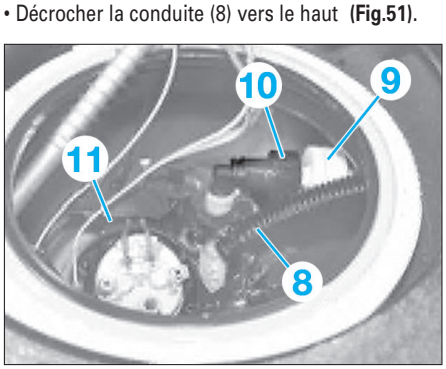

Fig. 51
• Déverrouiller le coupleur rapide (4) de la conduite d'alimentation en carburant et la débrancher.
• Décrocher la conduite (8) vers le haut **(Fig.51)**.
• Au cours du montage, s'assurer que le bossage (12) du couvercle de maintenance s'emboîte bien dans l'évidement (13) correspondant du réservoir.
• Nettoyer les plans de joint et placer un nouveau joint en caoutchouc (5) **(Fig.51)**.